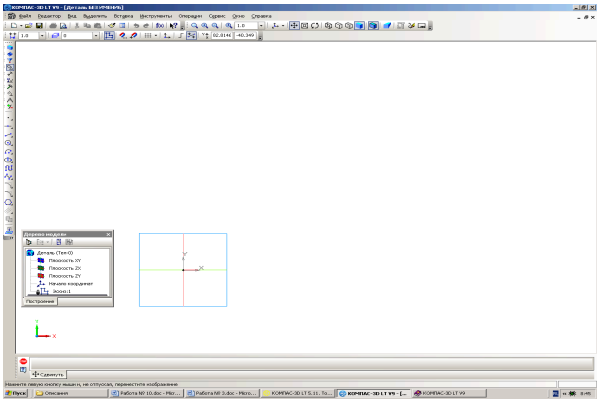

Рис. 10.9. Часть экрана создания эскиза.
2.4. Выполните команду **Эскиз** через объектное меню выбранной плоскости построения или нажмите кнопку  – **Эскиз** на панели **Текущее состояние** (рис. 10.9).
3) оси координат **Фронтальной плоскости** совпадают с соответствующими осями координат трехмерной системы (рис. 10.9).